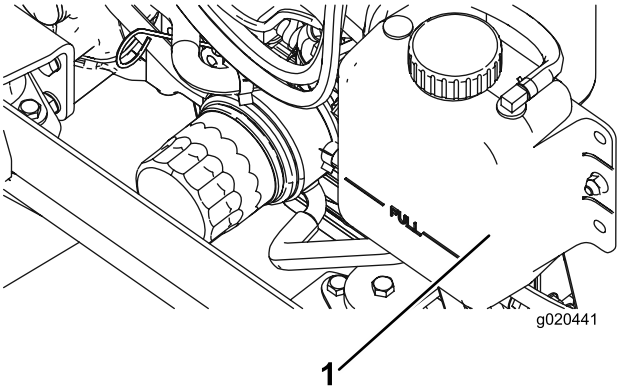

Bild 64
1. Nehmen Sie den Kühlerdeckel und den Deckel des Ausdehnungsgefäßes vorsichtig ab (Bild 64).